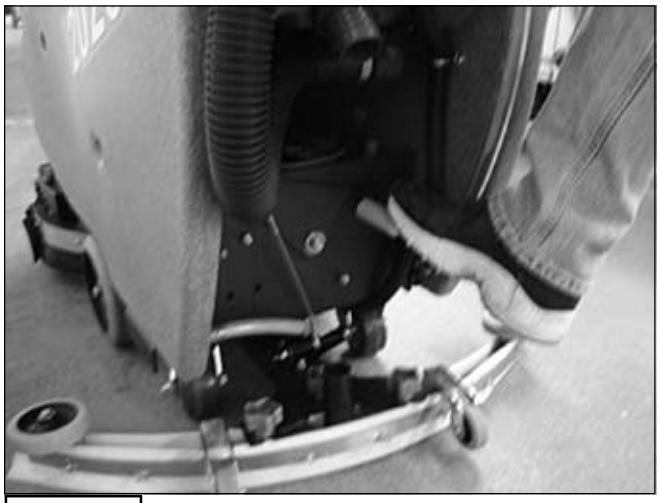

FIGURE 28.
2. USE RIGHT FOOT TO PRESS DOWN ON SQUEEGEE LIFT POST (YELLOW SLEEVE). *(SEE FIGURE 28.)*